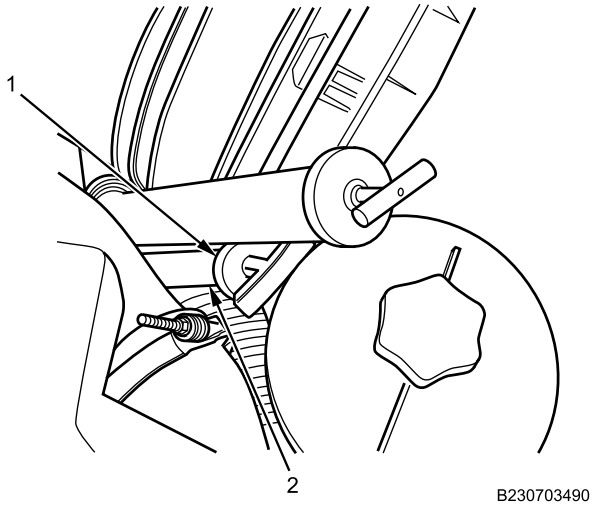

Figure 34. Transmission Dipstick.
25. Insert transmission dipstick (Figure 34, Item 1) in dipstick tube (Figure 34, Item 2).